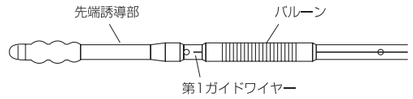

図4
11. イレウスチューブ内の第１ガイドワイヤーの先端が、先端誘導部とバルーンの間にあることを確認する（**図4**）。第１ガイドワイヤーの先端が先端誘導部より先にあると、第２ガイドワイヤーを先端誘導部に挿入できない可能性がある。